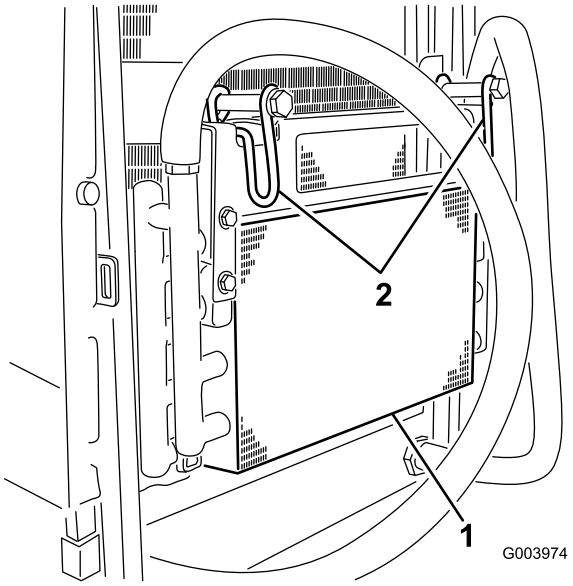

Figuur 57
6. Draai de vergrendeling naar binnen om de oliekoeler los te maken (Figuur 57).